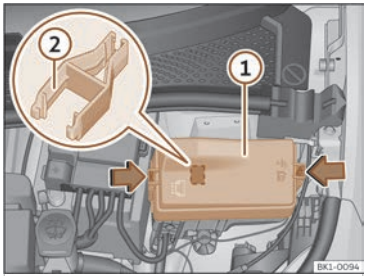

**Fig. 197** In the front compartment: fuse box cover.
- Press the locking tabs to unlock the fuse box cover ››› Fig. 197 ①.
In the fuse box there may be plastic tweezers for removing fuses ››› Fig. 197 ②.